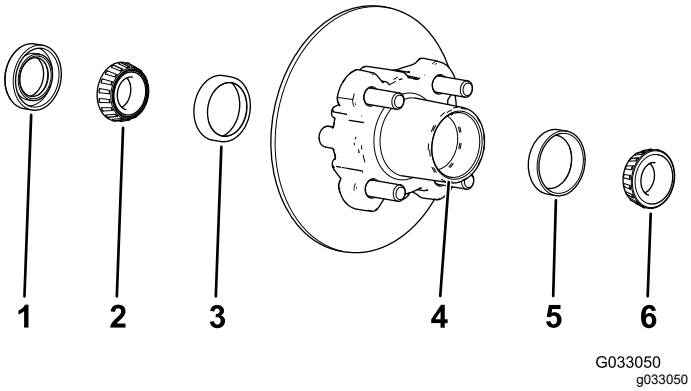

Figura 29
1. Retire o rolamento exterior e a correia do rolamento do cubo (Figura 29).
2. Retire o rolamento interior do cubo (Figura 29).
5. Limpe a cavidade do cubo de lubrificante, sujidade e detritos (Figura 29).
7. Encha a cavidade do cubo 50 a 80% com o lubrificante especificado (Figura 29).
8. Monte o rolamento interior na correia no lado interior do cubo e coloque o vedante (Figura 29).